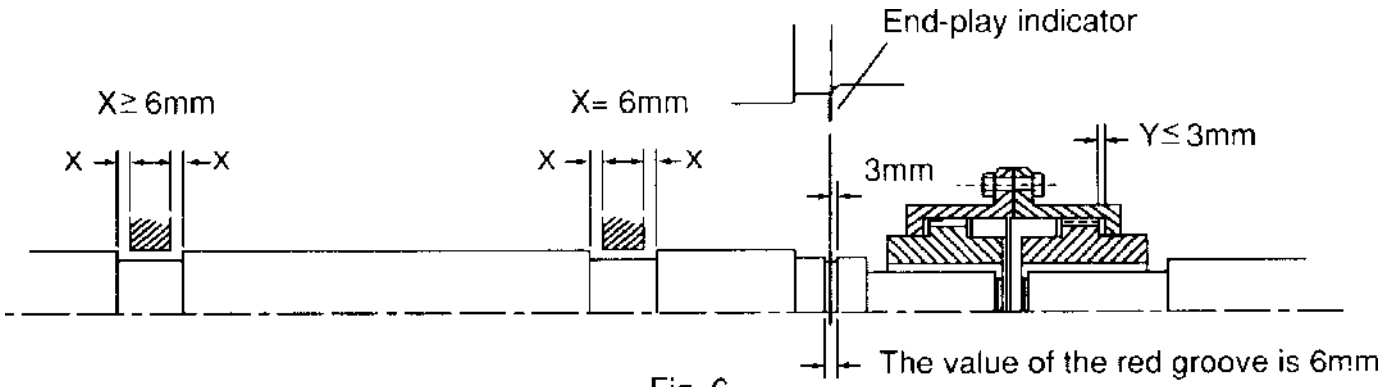

Fig. 6
(b) Unless otherwise specified, the designed end-play value X of the groove for TWMC motors in general is within 6mm (.236 in.) as illustrated in Fig. 6. In essence, the endplay indicator is adjusted to point at the center of the groove or the drive-end shaft shoulder; thus X equals to 6±1 mm or so, and the endplay value (Y) of the couplings should equal or be smaller than 3mm (.118 in.).